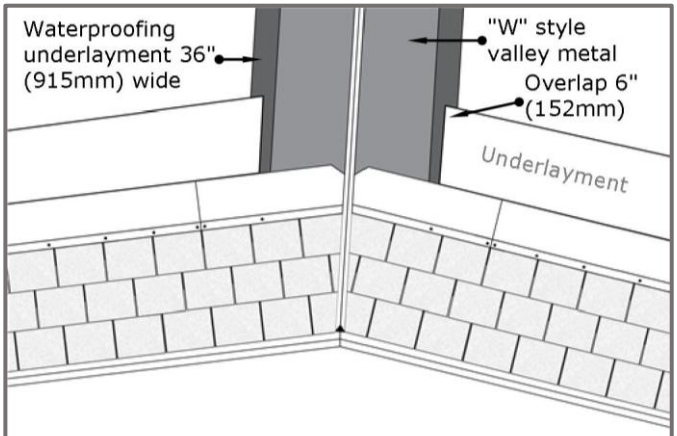

FIGURE 17 - Closed Valley Alternative
- When trimming the shingles at the valley, leave a ***1/16″ to 1/8″ (1.6 to 3.2mm)*** gap between the cut edge and the "W" fold. See **Figure 17**.